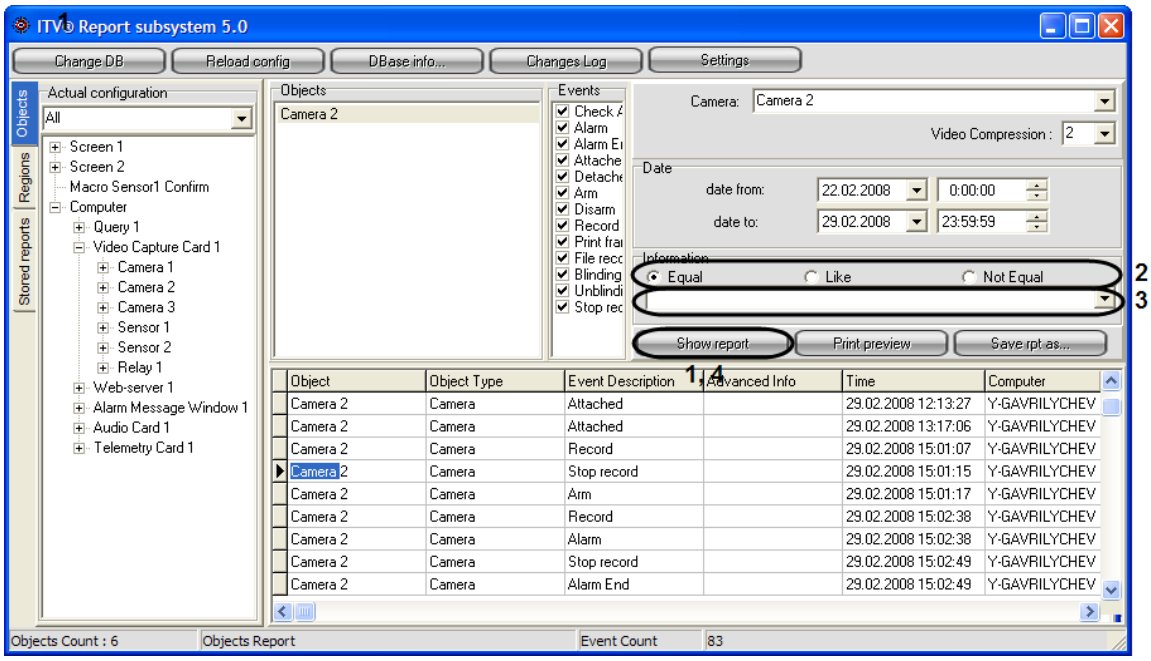

Figure 9.11-1. Filtering the screen report
a. Create the screen report (see the Creating the Screen Report section) (Figure 9.11-1).